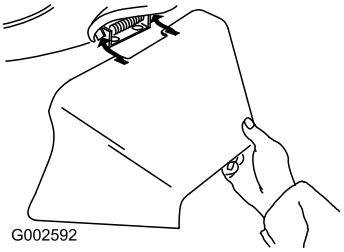

Figura 22
3. Montate il condotto di scarico laterale e chiudete lo sportello sul condotto (Figura 22).